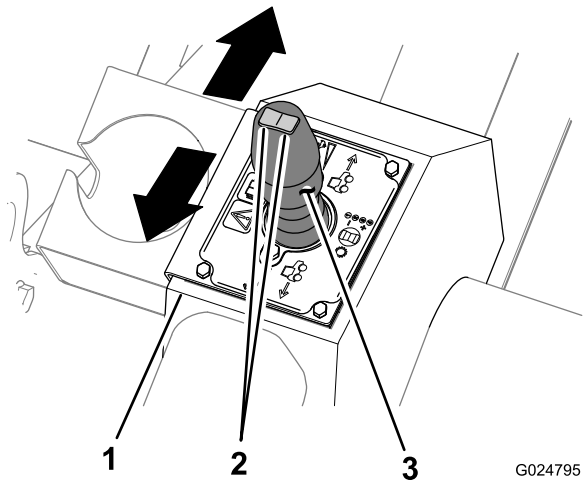

Рисунок 14
При отрывке траншей, вспахивании или бурении используйте джойстик включения тяги в рабочем режиме, чтобы изменить направление и скорость движения машины (Рисунок 14). Чем дальше вы перемещаете джойстик в том или ином направлении, тем быстрее машина движется в соответствующем направлении.
- Для движения машины вперед переместите джойстик включения тяги в рабочем режиме вперед (Рисунок 14).
- Для движения машины назад переместите джойстик включения тяги в рабочем режиме назад (Рисунок 14).
- Для остановки машины переместите джойстик тяги в центральное (нейтральное) положение (Рисунок 14).
Переключатель выбора передач расположен в верхней части джойстика включения тяги в рабочем режиме (Рисунок 14) и используется для выбора передачи трансмиссии.